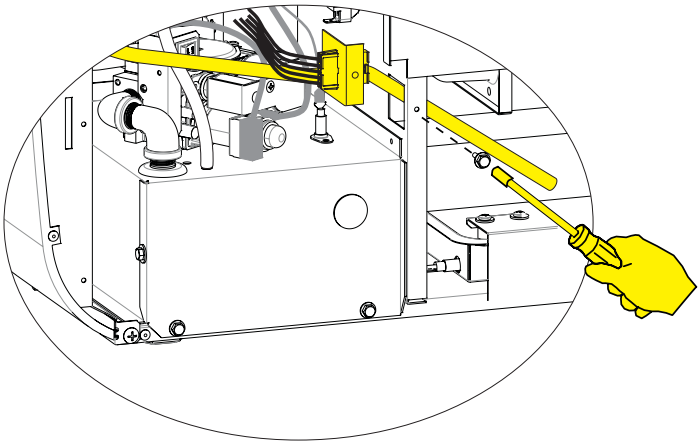

Figure 14
18. Insérer l'extrémité droite du tube à condensat métallique dans le panneau de séparation et fixer le support du tube à condensat à l'aide de la vis enlevée à l'étape 12. S'assurer que le tube à condensat se vidange dans le plateau chauffant à l'avant des tubes de l'échangeur de chaleur, et que l'extrémité en « L » du tube s'oriente dans l'appareil de chauffage. **Voir Figure 14.**